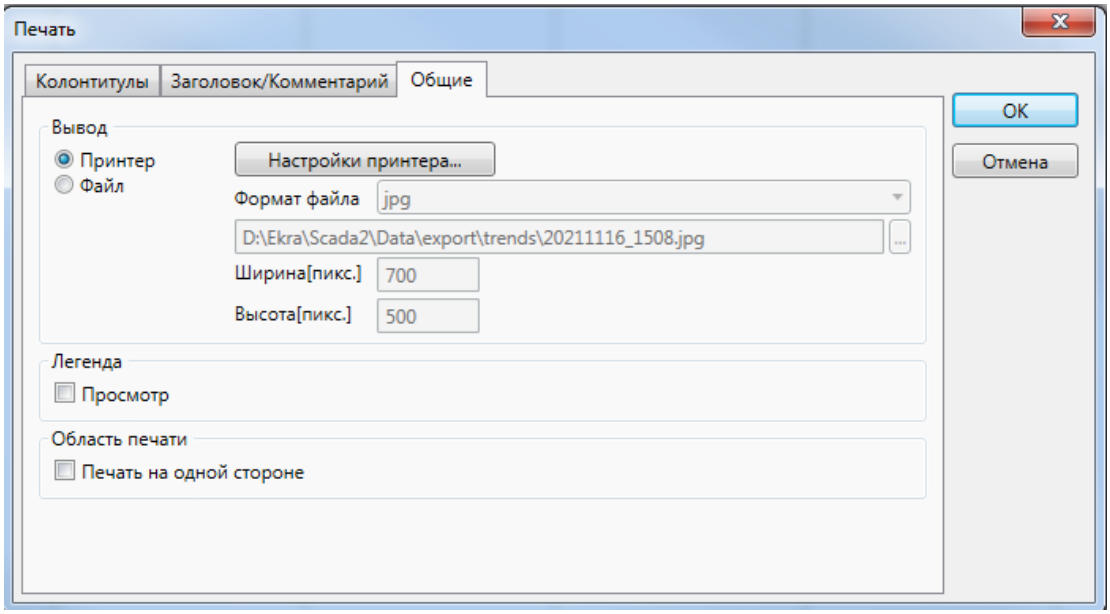

Рисунок 78 – Раздел «Общие» диалога «Печать» трендов EKRASCADA APM
– Общие (рисунок 78, таблица 19).